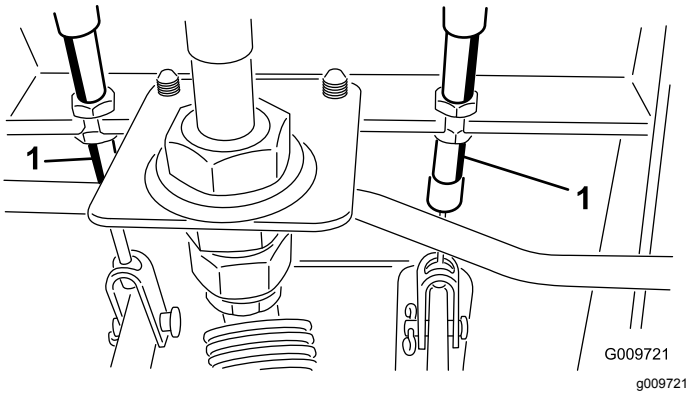

Figuur 99
A. Draai de voorste moer op het draadeinde van de remkabel los (Figuur 99).